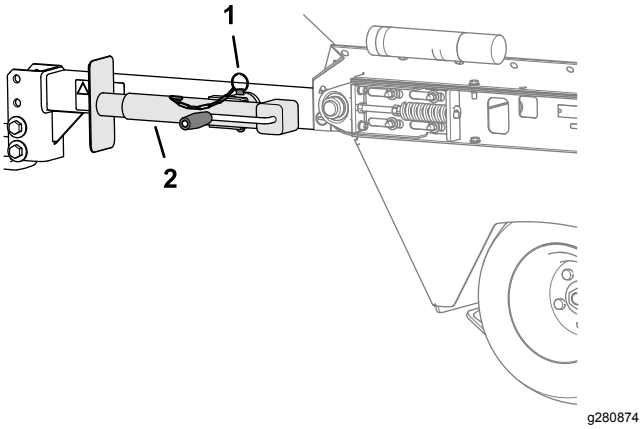

**Figur 12**
4. Drej donkraften vandret (Figur 12).
5. Fastgør donkraften til monteringsrøret med gaffelbolten (Figur 12).